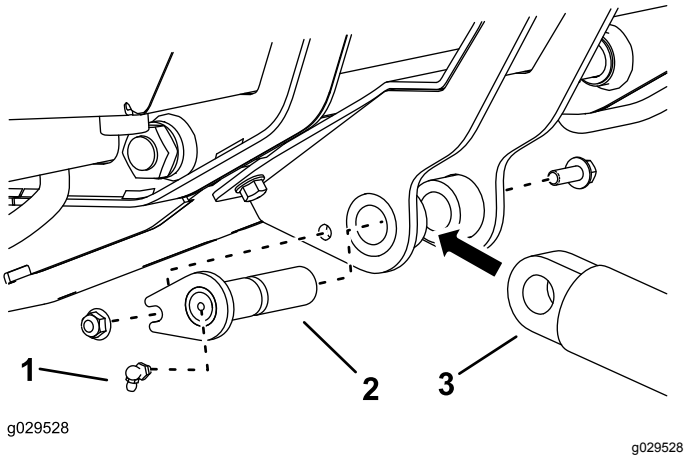

Rysunek 6
7. Przymocuj swobodny koniec siłownika hydraulicznego do zespołu wspornika siłownika przy pomocy sworznia osi obrotu montowanej na siłowniku, śruby (⅜ x 1 cal) i nakrętki (⅜ cala) w sposób podany na Rysunek 6.
8. Wkręć smarowniczkę w zakończenie sworznia osi obrotu w sposób podany na Rysunek 6.